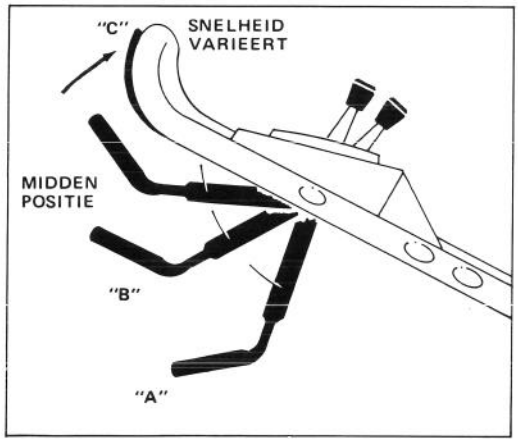

Afbeelding 10
5. MES- EN AANDRIJVINGSMECHANISME (Afb. 10) — Zet de bedieningshandle op "A" en licht deze op om mes "B" te koppelen. Zet de rijsnelheidsknop op de gewenste afstelling en druk de bedieningsstang tegen de handle "C" voor de aandrijving. De rijsnelheid varieert, afhankelijk van de ruimte tussen de bedieningsstang en handle. Wanneer u het aandrijvingsmechanisme wilt uitschakelen, maar het mes gekoppelt with houden, laat de bedieningsstang geleidelijk los tot midden positie. Voor zelfaandrijving met losgekoppeld mes, druk eenvoudig de bedieningstang tegen de handle, zodat de benedenwaartse beweging nodig voor de koppeling van het mes wordt uitgeschakeld.